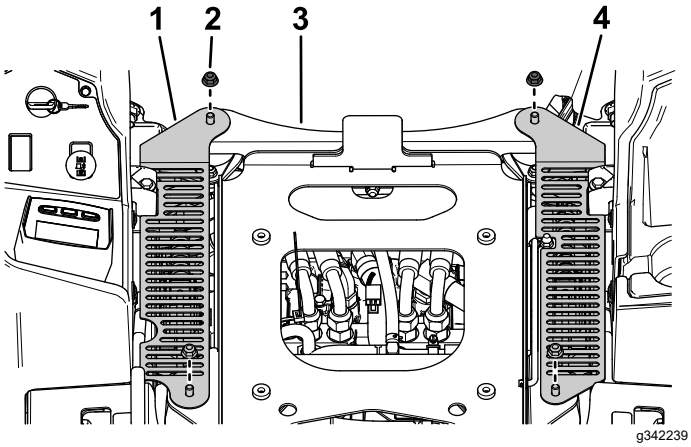

Figur 26
3. Fäst den vänstra CE-kåpan och den högra CE-kåpan på sätets stödplåt med de fyra flänsmuttrarna (⅜ tum) som du tog bort tidigare enligt Figur 26.